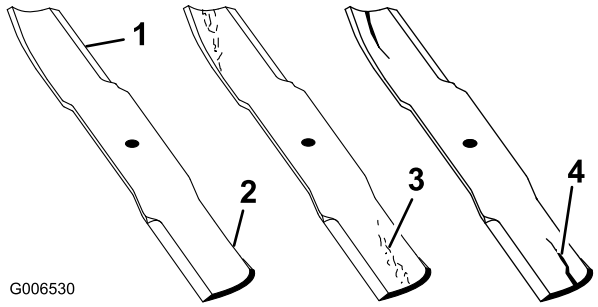

Figura 89
1. Inspeccione los filos de corte (Figura 89). Si los bordes no están afilados o tienen muescas, retire las cuchillas y afílelas. Consulte Afilado de las cuchillas.
2. Inspeccione las cuchillas, especialmente la parte curva (Figura 89). Si observa daños, desgaste o la formación de una ranura en esta zona (Figura 89), instale inmediatamente una cuchilla nueva.